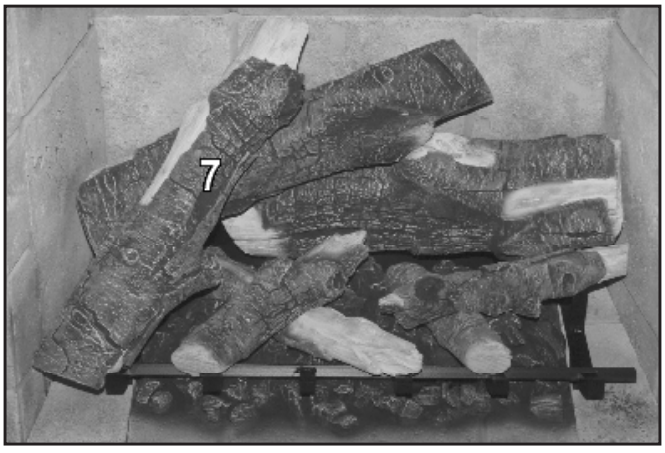

Figure 81: Log 7 in Place.
7. Log 7 sits in between the left panel and the left grate finger and cross the bar of the grate (see Figure 81). There is a notch across Log 2, which this log will locate into. The edge along the back of this log will index into the notch of Log 2.